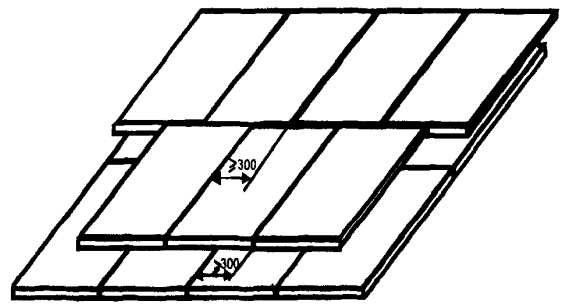

***Рисунок 1* — Схема укладки теплозвукоизолирующих пенополистирольных плит**
5.45. Керамзитовый песок рассыпают слоями с разравниванием рейкой по выставленным с помощью уровня профилям, начиная от стены, противоположной входу, и последующим уплотнением, а пенополистирольные плиты устанавливают насухо с обеспечением надежного примыкания к основанию и плотности стыков между плитами. Не допускается образование перекрестных швов пенополистирольных плит. При использовании двух и более слоев совпадение швов по вертикали не допускается. В связи с этим рекомендуется укладка слоев со смещением плит не менее чем на 300 мм в поперечном направлении (рисунок 1).